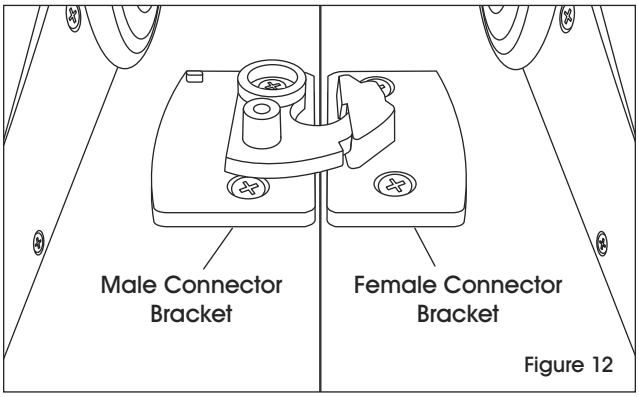

Figure 12
4. Pivot male bracket (17) into female bracket (18) to connect tables. (See Figure 12)